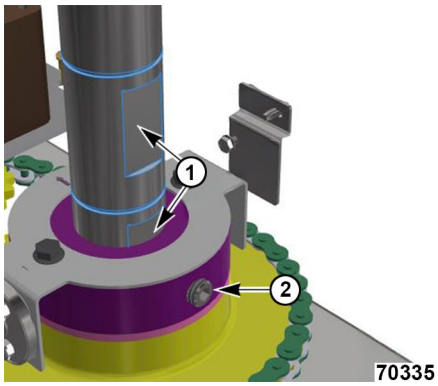

Fig. 78
8) Verify rotation shaft flat (1, Fig. 78) is aligned to set screw on set collar (2, Fig. 78).